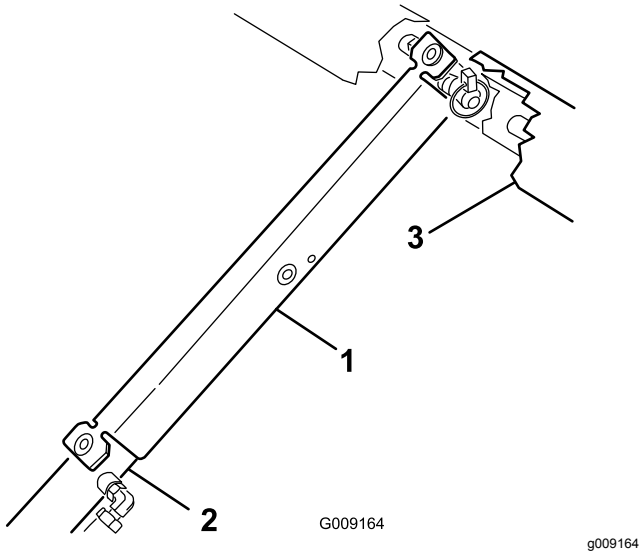

Figur 79
8. Tryck fast flakstödet på cylinderstaven och kontrollera att stödets ändar vilar på cylindertrumman och på stavänden på lyftcylindern (Figur 79).